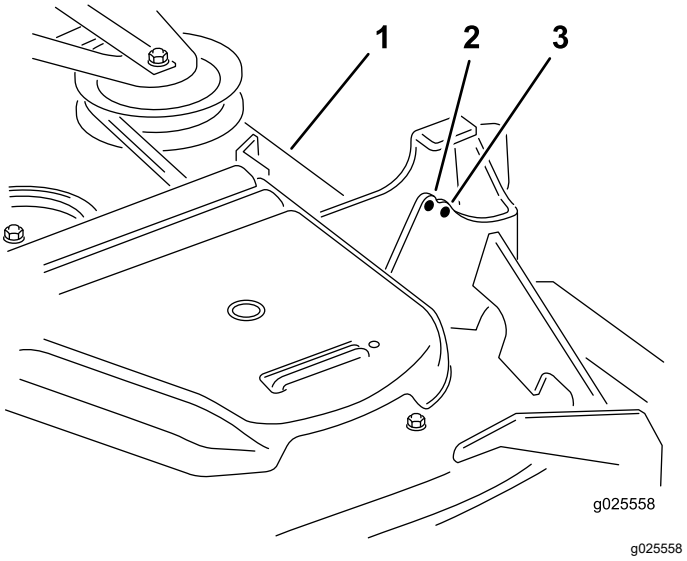

**Figur 116**
**Bemærk:** På maskiner med bagudkast er plæneklipperskjoldet fra fabrikkens side fastgjort i de bageste huller. Se Figur 116. Hvis det er nødvendigt, skal du bruge de forreste huller til yderligere justering af plæneklipperskjoldets nivellering.